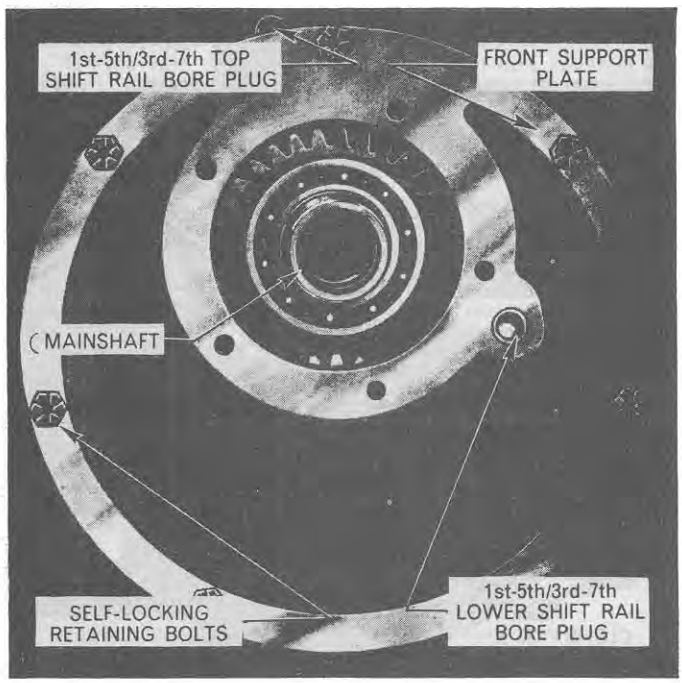

Figure 62
4. Check the plug sealing the 1st-5th/3rd-7th bottom shift rail bore, Figure 62, for leaks and make certain that it is firmly staked round the edge.
NOTE: ***The plug sealing the 1st-5th/3rd-7th top shift rail bore must also be checked for leaks but is not to be staked as it is retained by the front support plate, Figure 62.***